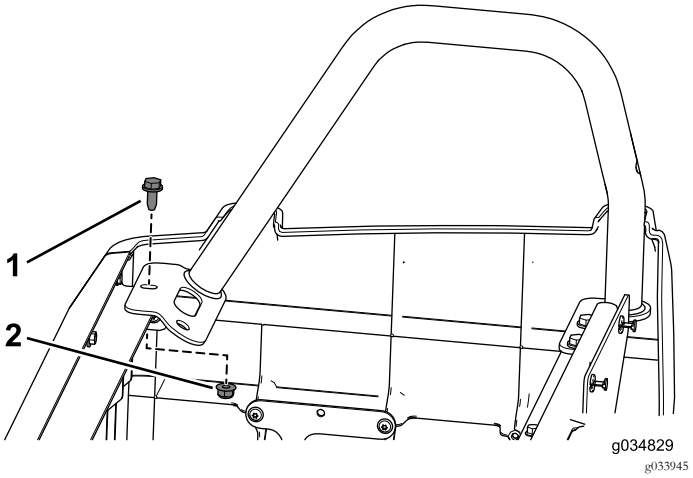

Figura 53
1. Rimuovete il bullone flangiato anteriore e il dado flangiato sulla protezione laterale destra (Figura 53).